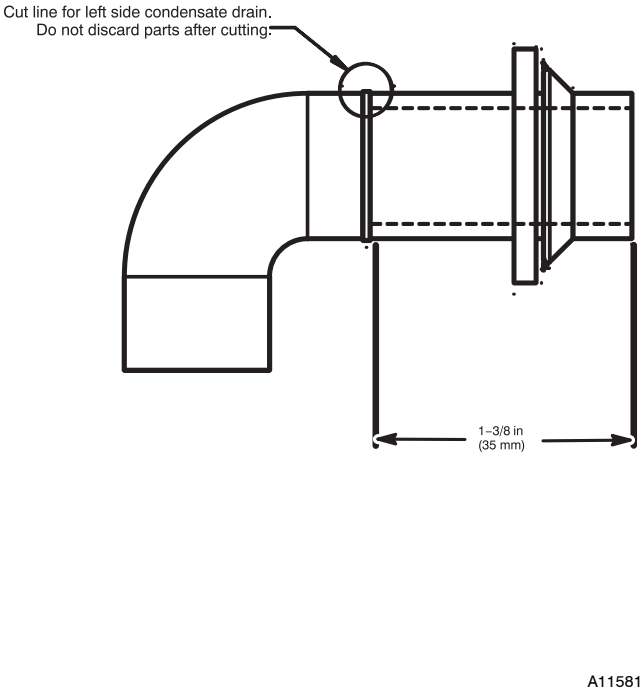

Fig. 15 – Modify Drain Tube
4. Remove the formed grommet from the rubber drain elbow by cutting the elbow along the vertical line located about 1-3/8 in. (35 mm) away from the formed grommet. See Fig. 15. DO NOT DISCARD THE FORMED GROMMET OR THE RUBBER ELBOW. Both of these pieces will be used.
6. Remove the formed grommet on the elbow to create an elbow or straight connector. (See Fig. 15.)